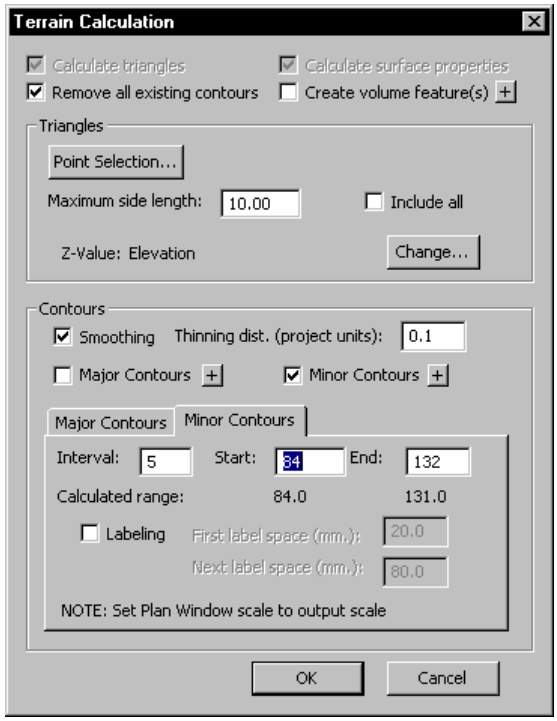

Figure 12.9: Terrain Calculation Dialog
11. Press the *Generate TIN* button to create a digital terrain model (DTM) and calculate contours. Set the parameters as shown in the Figure 12.9 Press OK